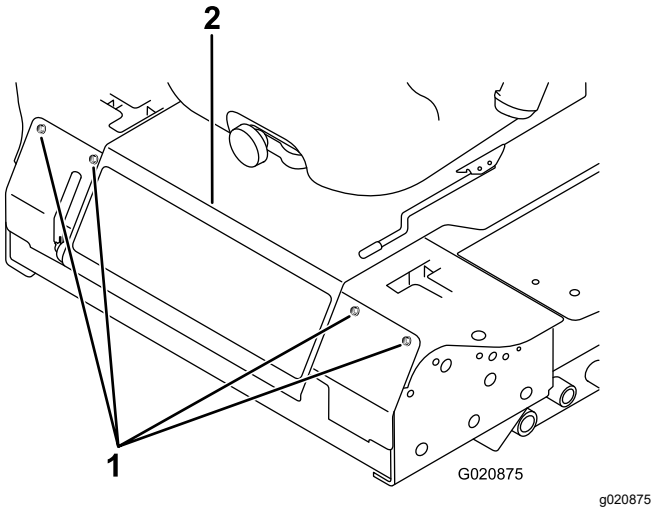

Figur 44
2. Fjern boltene som fester frontpanelet og fjern panelet (Figur 44).